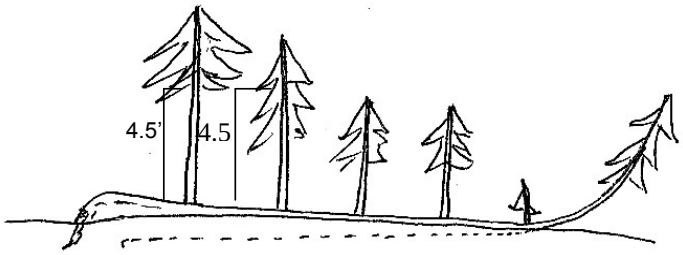

Figure 33. Down tree below duff.
- If the pith of main tree bole is below the duff layer, ignore the main bole, and treat each tree-like branch as a separate tree; take DBH and length measurements from the ground, not necessarily from the top of the down bole (Figure 33). However, if the top of the main tree bole curves out of the ground towards a vertical angle, treat that portion of that top as an individual tree originating where the pith leaves the duff layer.